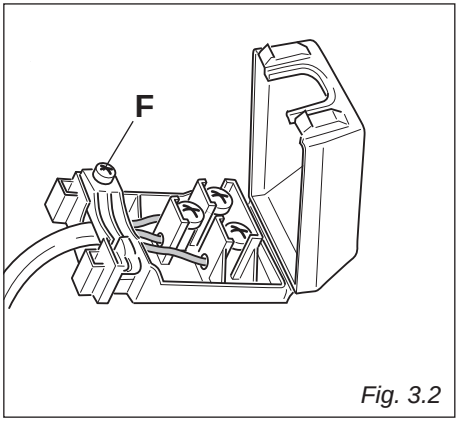

Fig. 3.2
- Open the cable gland by unscrewing screw “**F**” (fig. 3.2), unscrew the terminal screws and remove the cable.